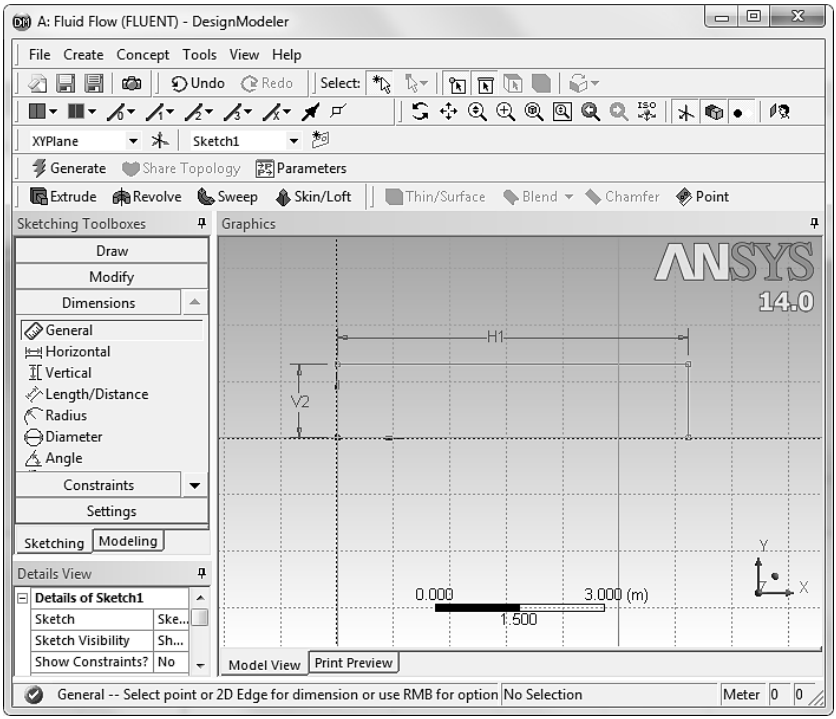

Рис. 13.
7) Нанесем размеры на прямоугольник. На панели Sketching Toolboxes выбираем табулятор Dimensions. На панели Graphics подводя курсор к верхней стороне прямоугольника, нажимая и удерживая левую кнопку мыши отводим курсор вверх. При этом появятся линии разметки. Такие же действия проделываем с левой стороной прямоугольника, только курсор отводим влево, рис. 13.